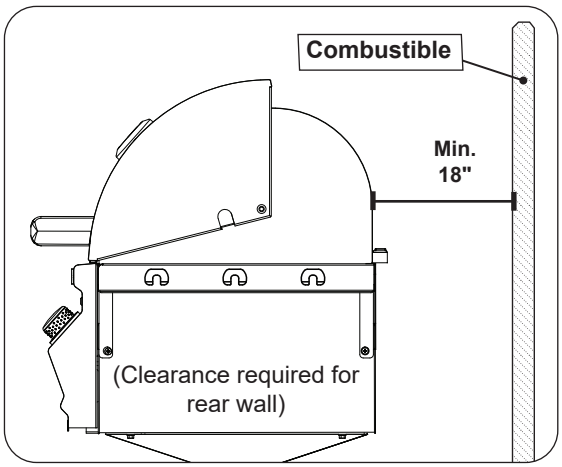

Fig. 14-3 Clearance **'B'** Diagram
- The unit must have a minimum clearance of 18" from the combustible rear wall (see Fig. 14-3).